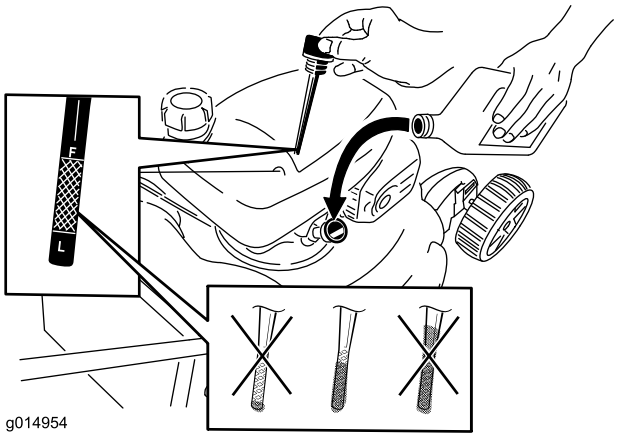

Figur 39
6. Tag målepinden ud af oliepåfyldningsrøret (Figur 39).
12. Tag målepinden ud, og kontroller oliestanden på målepinden; se Figur 39.
- Hvis oliestanden er for lav, skal en lille mængde olie langsomt hældes i oliepåfyldningsrøret. Derefter skal trinene 10 til 12 gentages, indtil oliestanden er korrekt som vist i Figur 39.